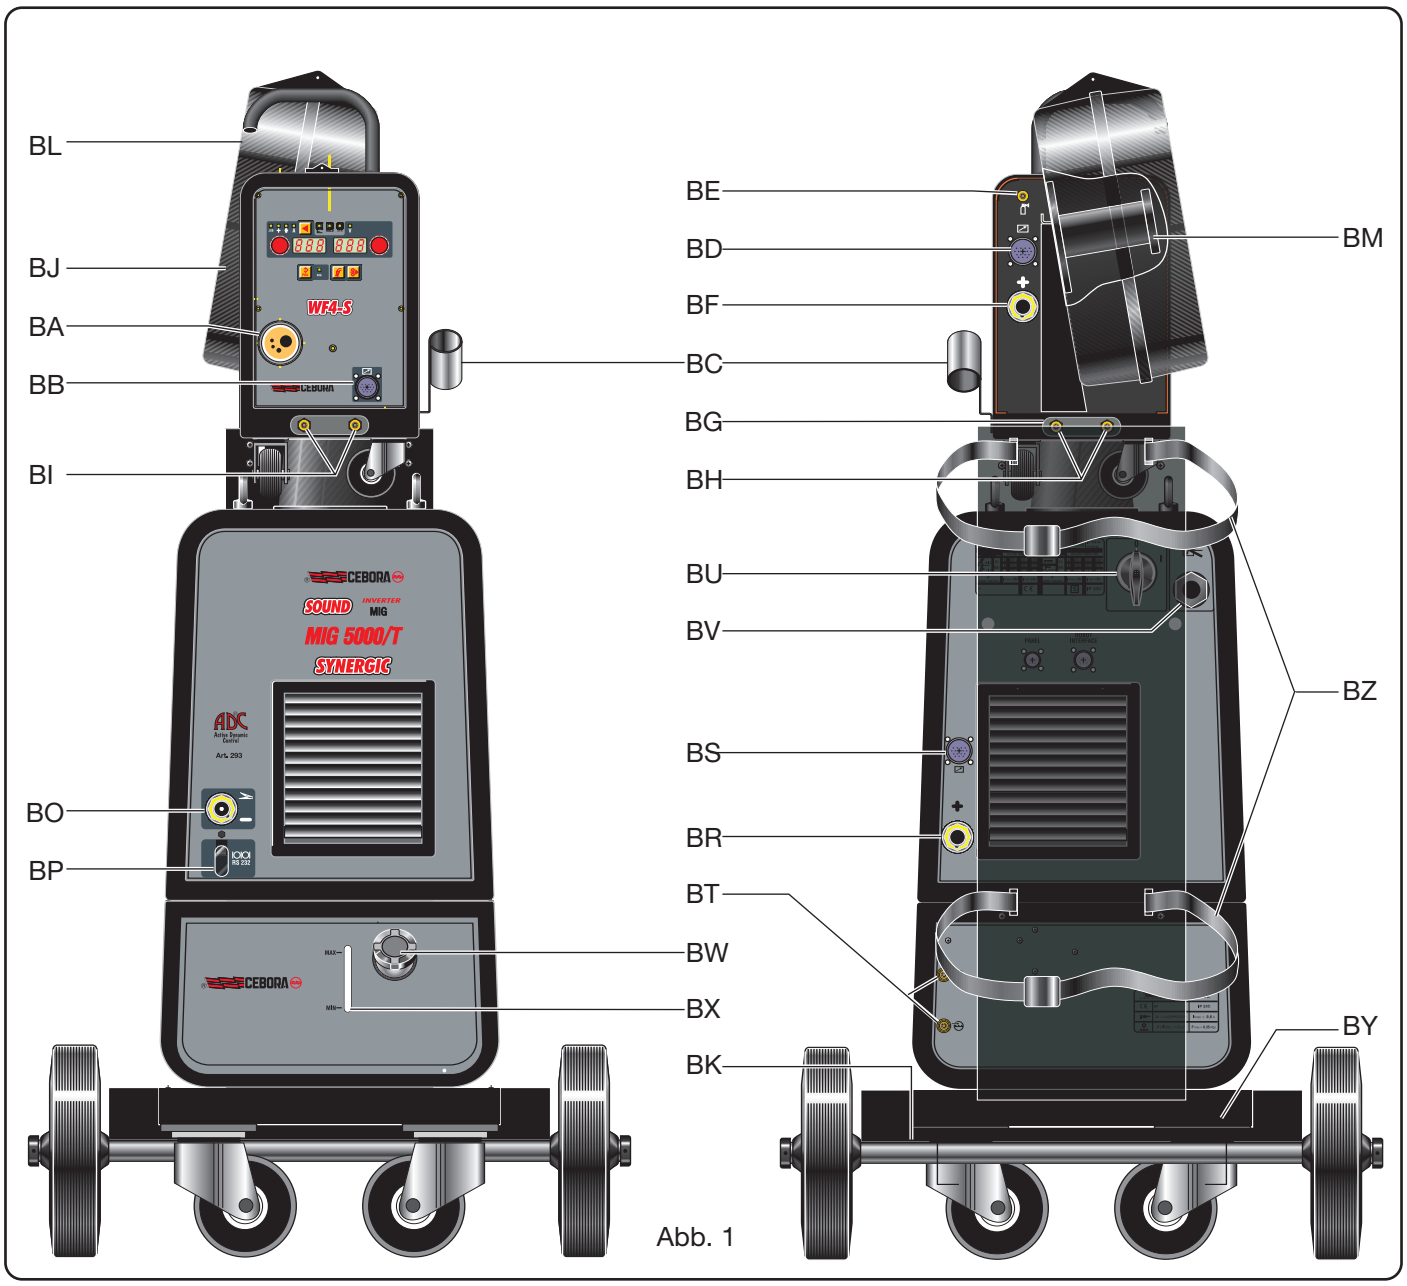

Abb. 1
2.1.2 Beschreibung der Stromquelle (Abb. 1)
2.2.1 Beschreibung des Drahtvorschubgeräts (Abb. 1)
2.3.3 BESCHREIBUNG DES KÜHLAGGREGATS (Abb. 1)
2.4 FAHRWAGEN (Abb. 1)